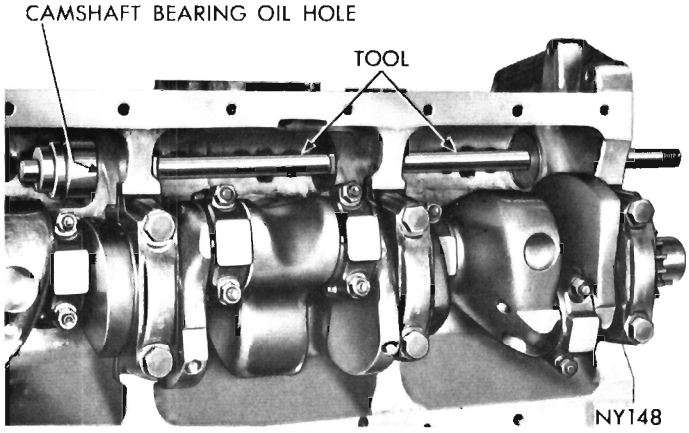

Fig. 33—Removing Camshaft Bearings (Tool C-3132A)
(1) Install new camshaft bearings with Tool C-3132A by sliding the new camshaft bearing shell over the proper adapter.
(2) Position bearing in tool. Install horseshoe lock and drive the bearing shell into place, (Fig. 33). **The camshaft bearing oil hole or holes must be in exact alignment with drilled oil passage or passages from the main bearing.**
(3) Install remaining shells in like manner. **Install NO. 1 camshaft bearing 3/32 inch inward from the front face of the cylinder block.**
(4) Apply sealer to a new welch plug and install at rear of camshaft. **Be sure this plug does not leak.**